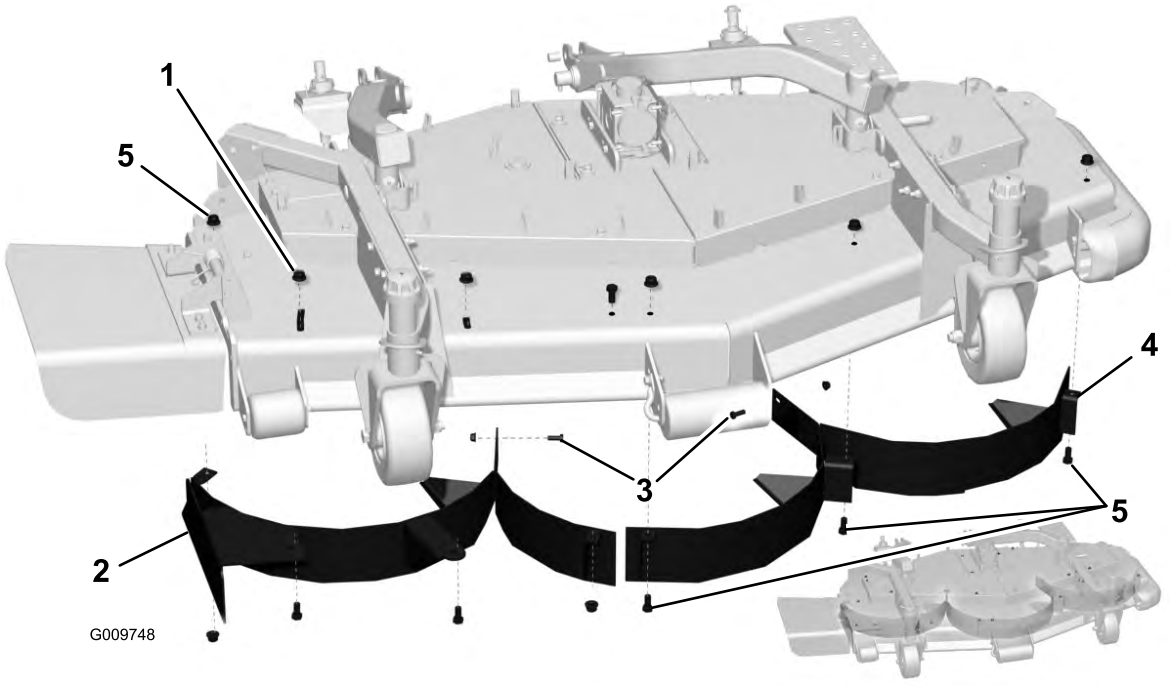

Figura 2
- En cortacéspedes de 183 cm, sujete el deflector derecho a la parte superior del cortacésped con 2 pernos nuevos (1/2 x 1 pulgada) y 2 tuercas nuevas (1/2 pulgada) (Figura 2).
- En cortacéspedes de 152 cm sujete el deflector derecho a la parte superior del cortacésped con 1 perno nuevo (1/2 x 1 pulgada) y 1 tuerca nueva (1/2 pulgada) (Figura 2).
- Sujete la parte trasera del deflector a la parte trasera del cortacésped con 1 perno nuevo (3/8 x 1 pulgada) y 1 tuerca nueva (3/8 pulg) (Figura 2).
3. En cortacéspedes de 152 cm solamente, sujete el deflector izquierdo al deflector derecho con 1 perno de cuello cuadrado nuevo (3/8 x 1 pulgada) y 1 tuerca con arandela prensada nueva (3/8 pulgada) (Figura 2).